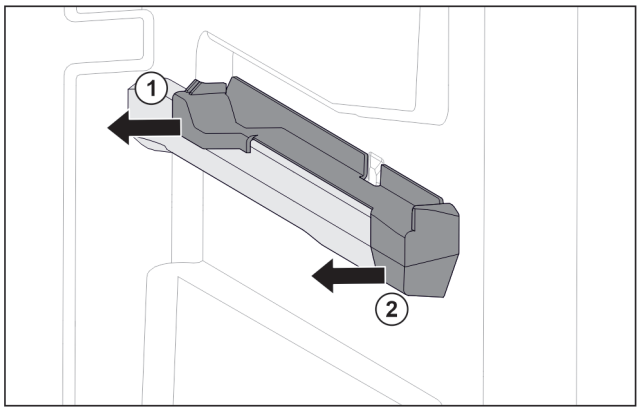

Fig. 140 Élément emboîtable sur la nervure de récipient droite
▶ Le retirer sur le côté par l'arrière. *Fig. 140 (1)*
▶ Le retirer sur le côté par l'avant. *Fig. 140 (2)*